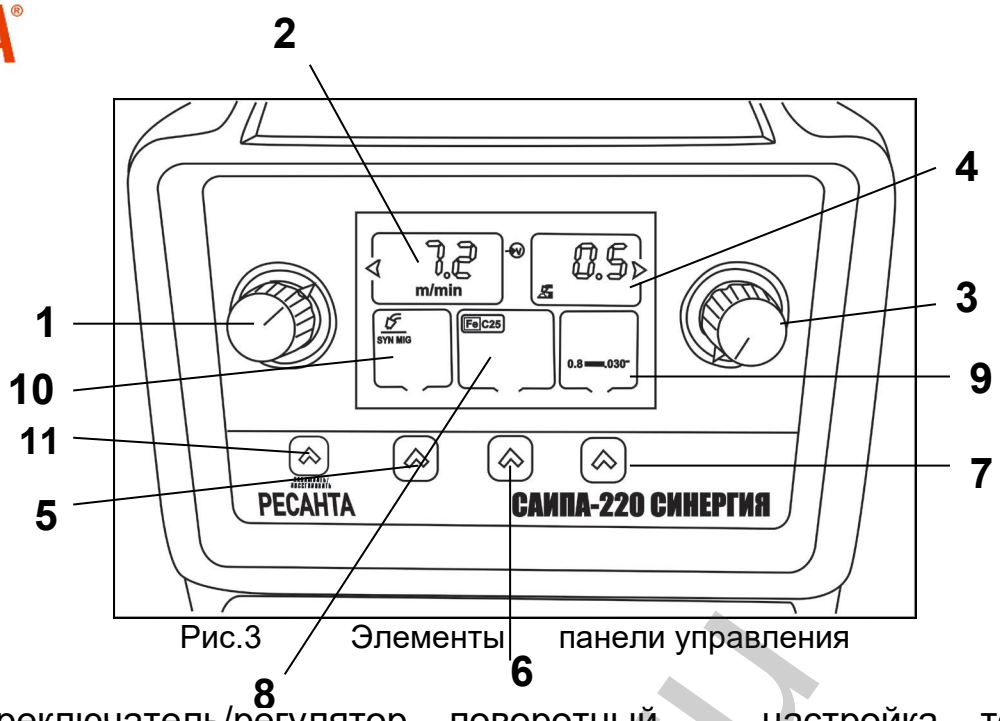

Рис.3 Элементы панели управления
Настройки осуществляются с помощью указанных на рис.3 органов управления.
1. Переключатель/регулятор поворотный – настройка толщины свариваемого металла и скорости подачи проволоки. Выбранные параметры отображаются в поле вывода основных настроек 2(Рис.3)